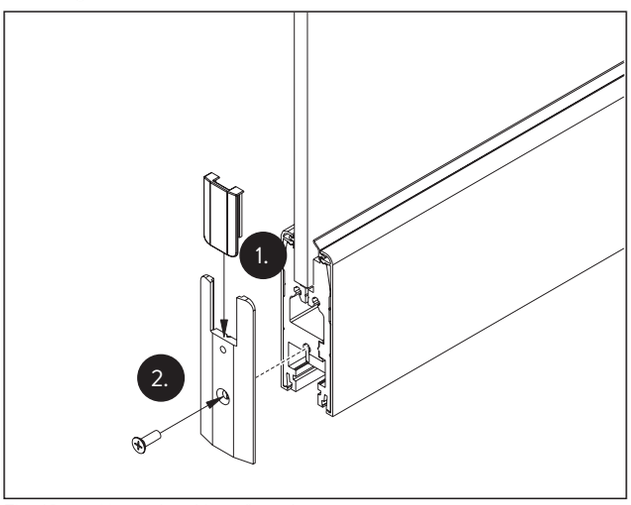

Fig. 43 Montar la cubierta frontal
1. Ponga la tapa de plástico negro en la cubierta delantera (Fig. 43/1).
2. Fije la cubierta frontal completa al riel de la puerta con el tornillo (Fig. 43/2).